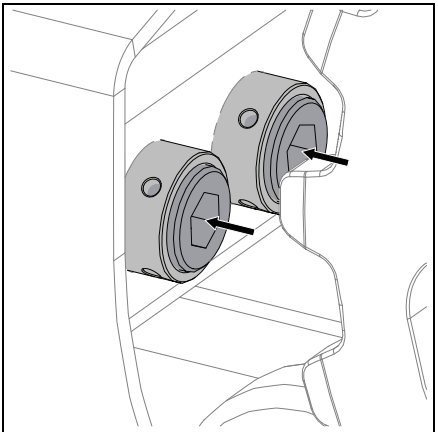

Figure 42
2. Screw in inner and outer large set screws simultaneously to relieve spring load on locking clips. See Figure 42.